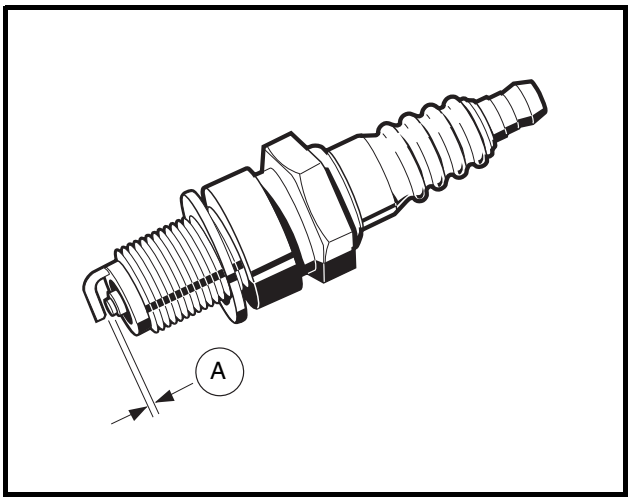

Figure 13-1 Spark Plug
Examine the plug **(Figure 13-1, Page 13-2)**. The deposits on the plug base and electrode are an indication of the correct heat range and efficiency as well as a guide to the general condition of the engine, fuel and air mixture and ignition system. If all of the above conditions are proper, the spark plug should be a light brown color. There should be no bridging between the electrode and base. The electrode should not be eroded. Black color, excessive carbon, and/or a wet plug indicate a too rich condition. White, burned or melted electrodes indicate a too lean condition or pre-ignition. Oily deposits on the plug electrode are an indication of worn rings, valve guides, cylinder wall, etc. Also examine the spark plug wire. Remove rubber boot and inspect internal spring for damage. Inspect spark plug wire for damage and be sure spring coil is securely attached to spark plug. **See following WARNING.**
2. Use a wire type gauge. Bend the outside or ground electrode so only a slight drag on the gauge is felt when passing it between the electrode. Never make an adjustment by bending the center electrode. Set gap (A) to 0.027-0.031 inches (0.69-0.79 mm) **(Figure 13-1, Page 13-2)**.